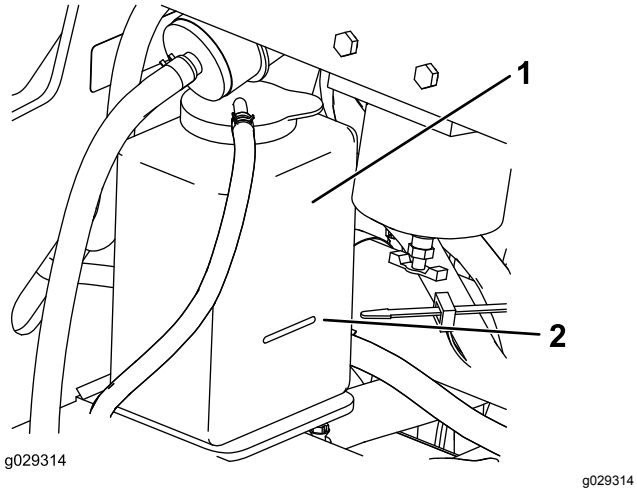

**Rysunek 29**
1. Sprawdź poziom płynu chłodzącego w zbiorniku rozprężnym (Rysunek 29).